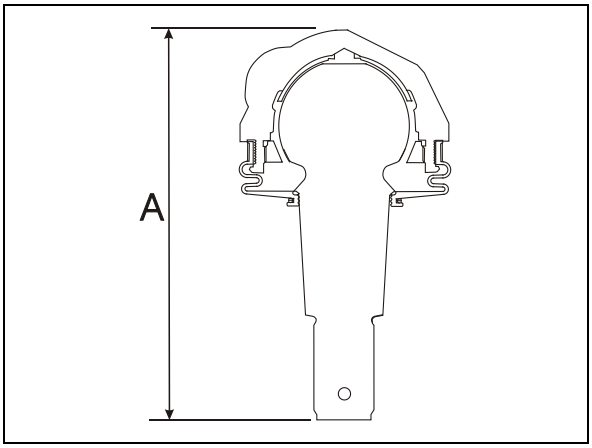

FIGURE 32: JOINT À ROTULE DE BRAS TRIANGULAIRE SUPÉRIEUR 16116
2. Utiliser un pied à coulisse pour mesurer la dimension A sur Figure 32.